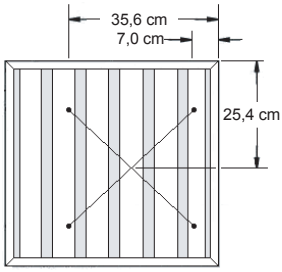
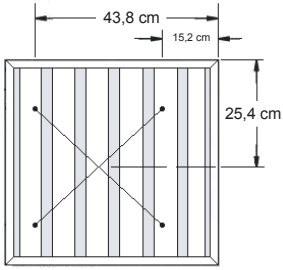

Figure 13
Figure 14
b. Mesurer les vitesses d'air. Mettre le système Shortridge en place. Placer la sonde comme sur la Figure 13 et la Figure 14. Moyenner les deux mesures. Effectuer les mesures de vitesse pour chaque filtre.